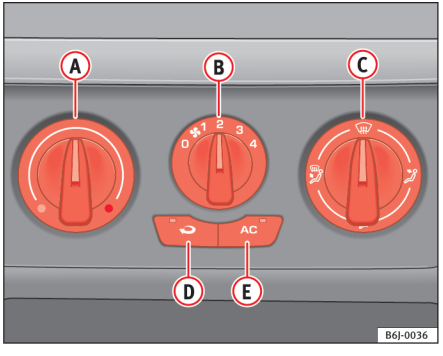

Fig. 93 I instrumentpanelet: betjeningselementer til varmeanlæg
– Du kan indstille temperaturen, luftfordelingen og blæsertrinet med drejekontakterne ⇒ fig. 93 (A) og (C) og med kontakten (B).
– Tryk på knappen (D) for at aktivere eller deaktivere recirkulationsfunktionen. Der lyser en kontrollampe i den pågældende knap, når funktionen er aktiveret.